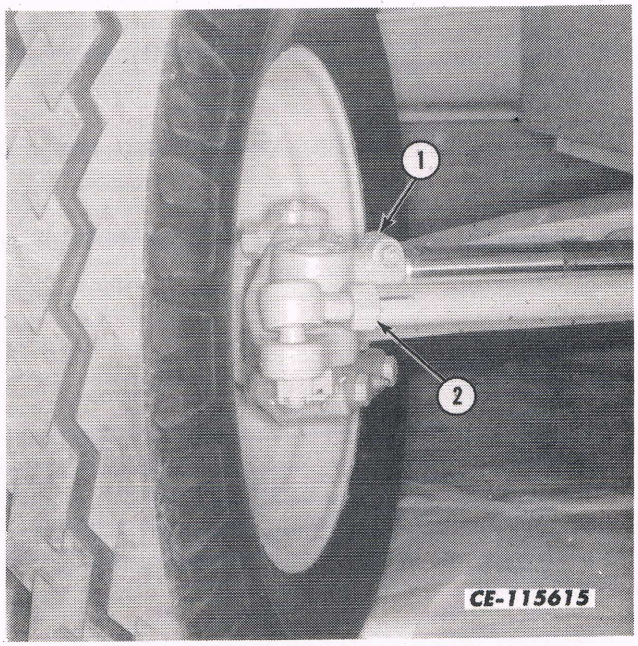

Fig. 9
d. Loosen the piston rod adjustment lock nut (1) and turn the piston rod as necessary so that the tractor turns equally in both directions. See Fig. 9.